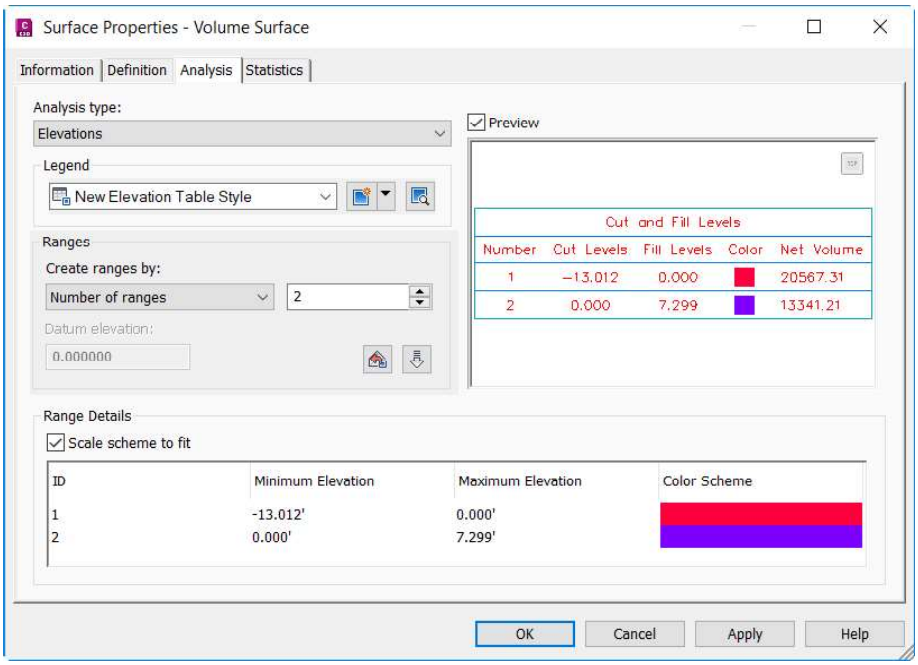

Figure 4-25 *The* ***Analysis*** *tab displaying the* ***Cut and Fill Levels*** *legend table in the* ***Preview*** *window*
21. Select the **Preview** check box in the **Analysis** tab of the **Surface Properties - Volume Surface** dialog box to view the new **Cut and Fill Levels** legend table in the preview, as shown in Figure 4-25.